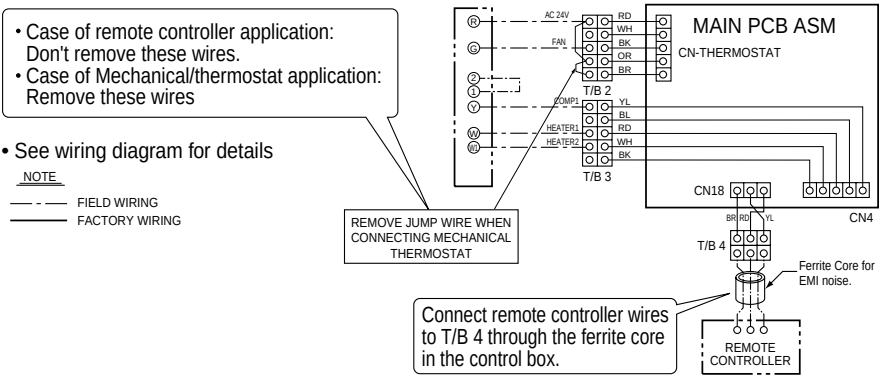

Figure 5B
■ **Cooling only - 1 Comp, 2 Heater(Figure 5B)**